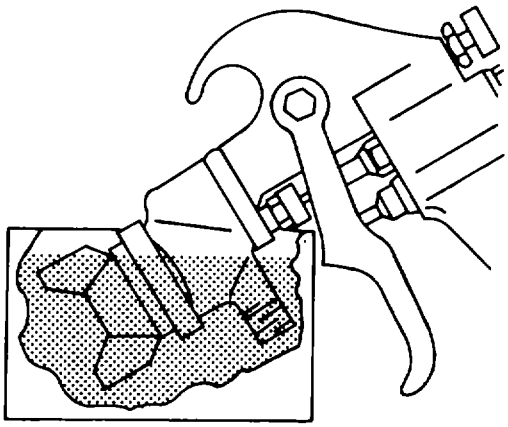

Figure 5-9. Soaking a Paint Gun
(3) Soaking. As shown in figure 5-9, place the nozzle and the fluid connection in thinner. The vessel used should be shallow enough to prevent the thinner from reaching the packing.